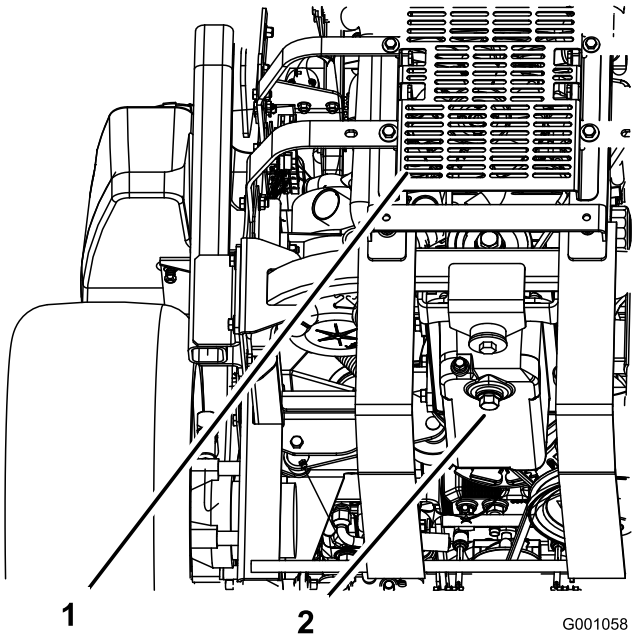

Figur 43
5. Sett et fat under der du tapper olje. Ta ut tappepluggene for å la oljen renne ned i et tappefat (Figur 43).